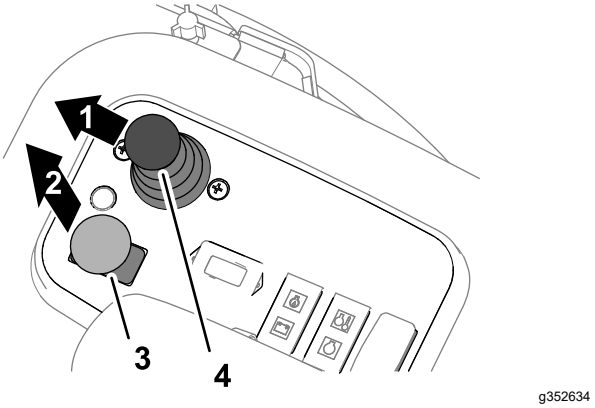

Figur 98
3. Flyt sænk+klip/hæv-håndtaget fremad (Figur 98).